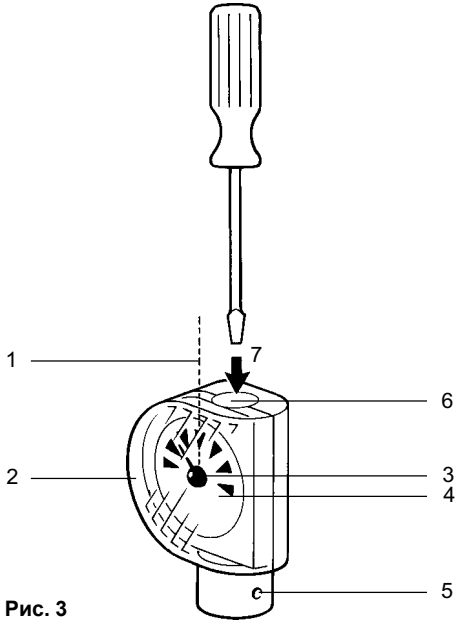
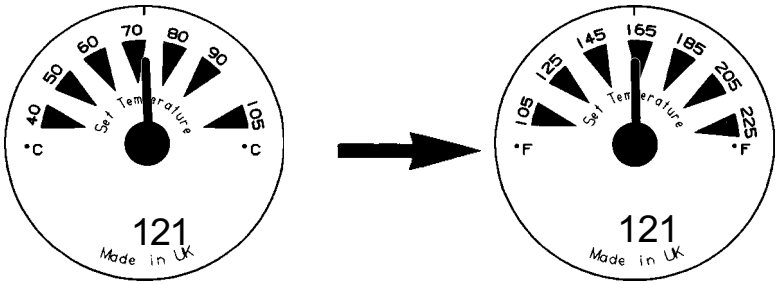

Рис. 3
Рис. 4
1. Выбор шкалы °C или °F **(См. рис.. 4)**
Следующие инструкции относятся к рис. 3 и 4.
1. Снимите предохранительную пробку (рис.3, поз. 4) и с помощью соответствуюшей отвертки установите индикатор в среднее положение (рис. 3, поз.3)
2. Снимите прозрачную крышку (рис. 3, поз. 2)
3. Снимите температурный индикатор (рис. 3, поз. 3)
4. Снимите шкалу температурного индикатора (рис.3, поз.4) и выберите "°C" или "°F" (рис.4) и установите на место.
5. Установите индикатор в среднее положение (рис.3, поз.1)
6. Установите на место прозрачную крышку. (рис.3, поз.2)
В некоторых случаях может понадобится повернуть шкалу для того, чтобы было легче считывать температуру. Произведите следующие действия, руководствуясь рис. 3 и 5.
1. Снимите предохранительную пробку (Рис.3, поз. 6) и с помощью соответствующей отвертки установите индикатор в среднее положение (Рис. 3, поз. 3).
2. Снимите прозрачную крышку (Рис. 3, поз. 2).
3. Снимите температурный индикатор (Рис. 3, поз. 3).
4. Снимите шкалу температурного индикатора (Рис. 3, поз. 4), поверните в нужное положение (Рис.4) и установите на место.
5.Установите индикатор в среднее положение (Рис. 3, поз. 4).
6.Установите на место прозрачную крышку (Рис. 3, поз. 2).
Сам корпус шкалы можно вращать на 180°. Произведите следующие действия, руководствуясь Рис.3 и 5.
1. Снимите предохранительную пробку (Рис. 3, поз. 6) и с помощью соответствующей отвертки установите индикатор в среднее положение (Рис. 3, поз. 3).
4. Отвинтите болты, закрепляющие корпус шкалы (Рис. 3, поз. 5).
6. Завинтите болты, закрепляющие корпус шкалы (Рис. 3, поз. 5).
Следующие инструкции относятся к Рис. 3. Датчик поставляется установленным на предельное значение, поэтому на месте его надо устанавливать на среднюю позицию (Рис. 3, поз. 1). Для установки необходимой температуры надо отверткой соответствующего размера покрутить болт вверху корпуса шкалы (Рис. 3, поз. 7). Поворот по часовой стрелке снизит температуру, против часовой стрелки - повысит. После запуска оборудование сравните показания дополнительного показывающего термометра и показания шкалы регулятора температуры. Возможно, они будут отличаться на несколько позиций. Если необходим точный контроль, необходимо следующим образом переустановить шкалу:
1. Снимите переднюю прозрачную крышку (Рис. 3, поз. 2) и вручную поверните индикатор (Рис.3, поз. 3) таким образом, чтобы его показания соответствовали действительной температуре.
2. Установите на место прозрачную крышку (Рис. 3, поз.2).